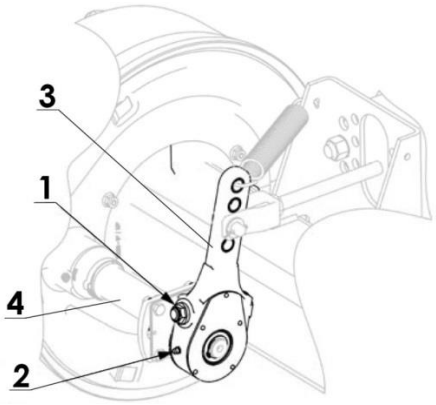

Rysunek 6.6. Regulacja hamulców
Regulacja hamulców polega na zmianie położenia dźwigni rozpieracza (3) (Rys.6.6) względem wałka rozpieracza (4). W tym celu należy obracać śrubą regulacyjną (1) do momentu aż nastąpią dwa kliknięcia w mechanizmie regulacyjnym.